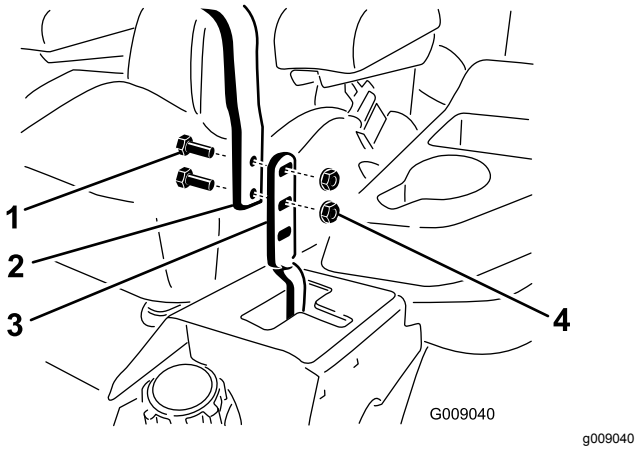

Figuur 98
3. Draai de bouten en flensmoeren van de hendels los (Figuur 98).